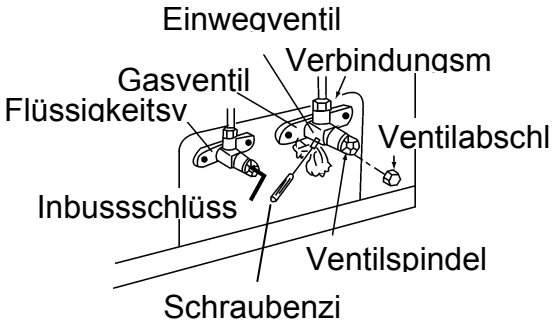

Abb. 39
8. Öffnen Sie voll die Spindeln der Flüssigkeits- und Gasventile (siehe Abb. 39).